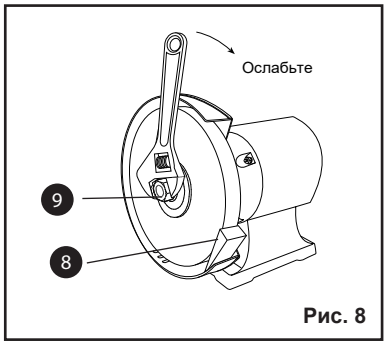

Рис. 8
5. Ослабьте шестигранную гайку (9) разводным ключом, как показано на рисунке Рис. 8.